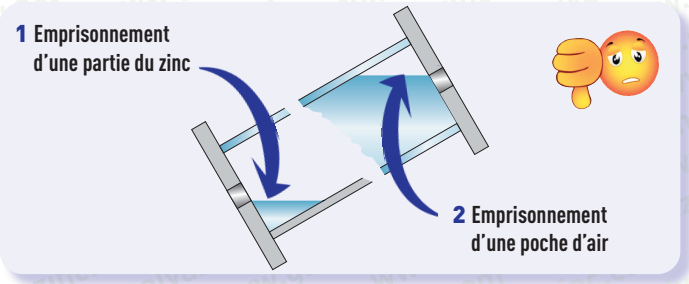

Figure 6 : Risques d'emprisonnement de liquides ou d'air
1. **de la rouille :** Du fait du mauvais perçage, l'air peut être emprisonné dans la pièce *(voir la figure 6)*. Cette poche d'air empêche le contact du zinc avec l'acier, sur une zone qui ne sera par conséquent pas protégée ;
2. **une déformation :** Lorsqu'une poche d'air est emprisonnée dans la pièce et empêche ainsi le contact des produits de traitement avec l'acier *(voir la figure 6)*, elle monte en pression sous l'effet de la chaleur, ce qui peut provoquer la déformation de la pièce *(cas des tubes de faible épaisseur)* ;